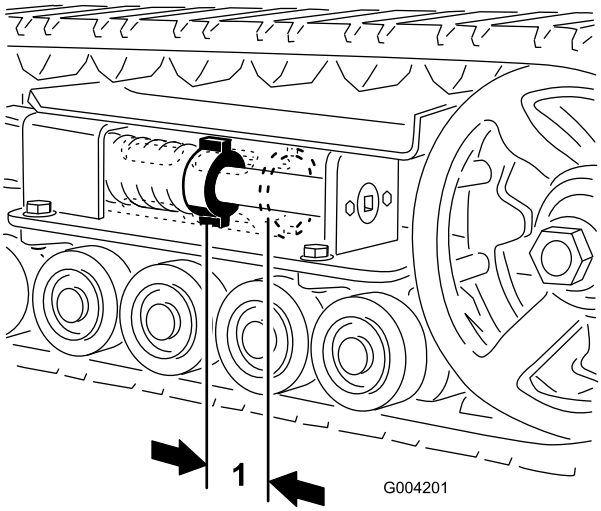
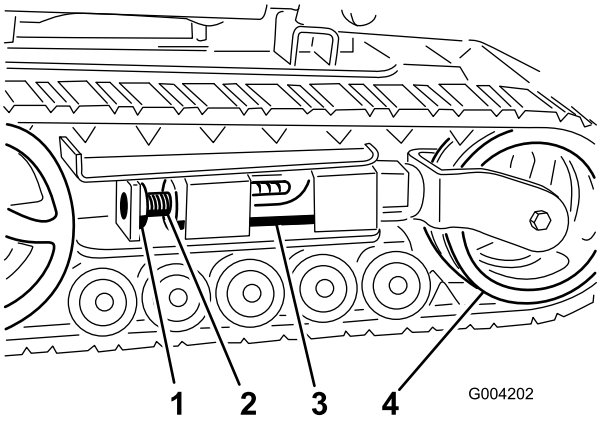
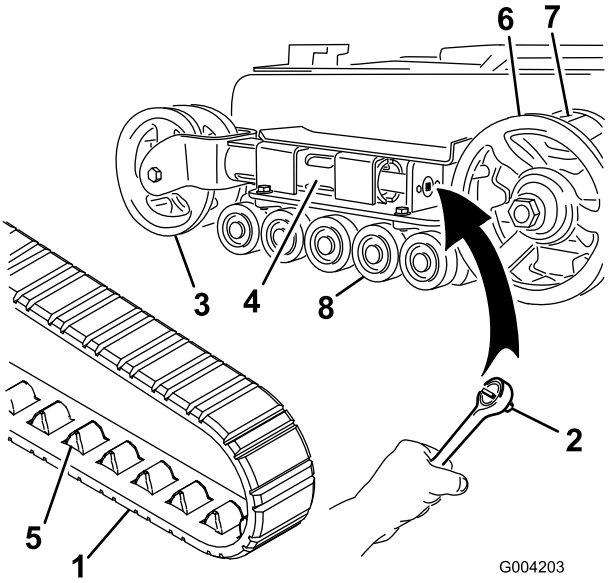
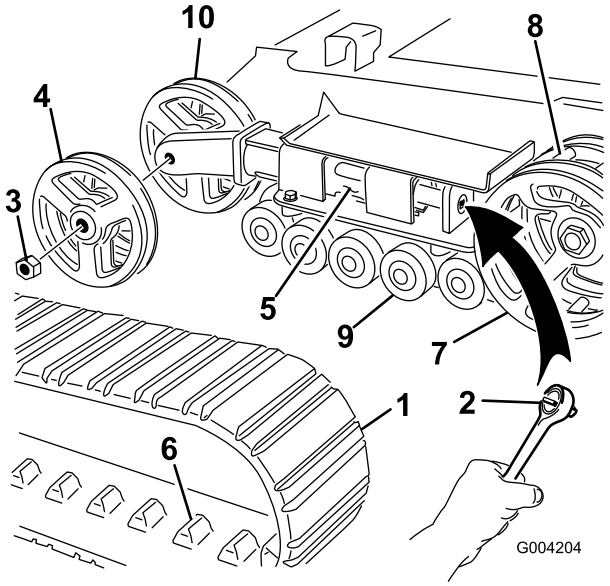

Figuur 43
Figuur 44
Figuur 45
Figuur 46
Er moet 7 cm ruimte zijn tussen de spanmoer en de achterzijde van de spanbuis (Figuur 43). Als dit niet het geval is, stal dan de spanning van de rupsbanden aan met behulp van de volgende procedure:
3. Verwijder de borgbout en de moer (Figuur 44).
4. Gebruik een dopsleutel van 1/2 inch (Figuur 45) en draai de spanschroef linksom tot de afstand tussen de spanmoer en de achterzijde van de spanbuis (Figuur 43) 7 cm is.
5. Lijn de dichtstbijzijnde inkeping in de spanschroef uit met de opening van de borgbout en bevestig de schroef met de borgbout en moer (Figuur 44).
4. Gebruik een dopsleutel van 1/2 inch en verminder de spanning door de spanschroef rechtsom te draaien (Figuur 44 en Figuur 45).
5. Duw het spanwiel in de richting van de achterzijde van de eenheid zodat de vorkbuis het frame raakt (Figuur 45). (Als de buis het frame niet raakt, blijf dan aan de spanschroef draaien totdat dit wel zo is).
7. Als de rupsband van het spanningswiel af is, verwijder de band dan van de kettingwielaandrijving en de wegwielen (Figuur 45).
8. Begin bij de kettingwielaandrijving en plaats de nieuwe rupsband rond de aandrijving. Controleer of de aansluitpunten tussen de afstandsstukken op de aandrijving passen (Figuur 45).
9. Duw de rupsband onder en tussen de wegwielen (Figuur 45).
11. Draai de spanschroef linksom tot de afstand tussen de spanmoer en de achterzijde van de vorkbuis (Figuur 43) 7 cm is.
4. Gebruik een dopsleutel van 1/2 inch en verminder de spanning door de spanschroef rechtsom te draaien (Figuur 44 en Figuur 46).
5. Duw het spanwiel in de richting van de achterzijde van de eenheid zodat de spanbuis het frame raakt (Figuur 46). (Als de buis het frame niet raakt, blijf dan aan de spanschroef draaien totdat dit wel zo is).
6. Verwijder de moer waarmee het buitenste spanwiel is bevestigd en verwijder het wiel (Figuur 46).
7. Verwijder de rupsband (Figuur 46).
8. Verwijder de moer waarmee het binnenste spanwiel is bevestigd en verwijder het wiel (Figuur 46).
12. Monteer het binnenste spanwiel en zet het vast met de moer die u eerder hebt verwijderd (Figuur 46).
14. Plaats de nieuwe rupsband en zorg ervoor dat de aansluitpunten van de rupsband goed tussen de afstandsstukken in het midden van de kettingwielaandrijving passen (Figuur 46).
15. Monteer het buitenste spanwiel en zet het vast met de moer die u eerder hebt verwijderd (Figuur 46).
17. Draai de spanschroef linksom tot de afstand tussen de spanmoer en de achterzijde van de spanbuis (Figuur 43) 7 cm is.